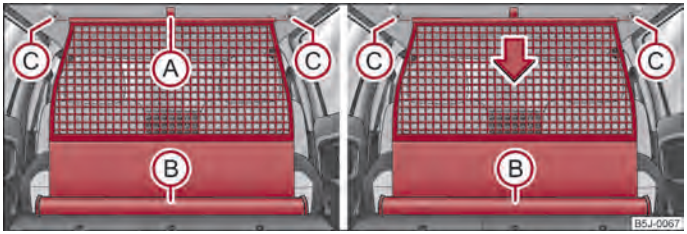

Fig. 54 Estrazione / avvolgimento della rete di separazione bagagli
– Afferrare la linguetta Ⓐ ed estrarre la rete di separazione bagagli dall'alloggiamento Ⓑ ⇒ fig. 54.
– Tirare leggermente indietro la barra trasversale prima su un lato e poi dall'altro ed estrarla dagli alloggiamenti Ⓒ ⇒ fig. 54.